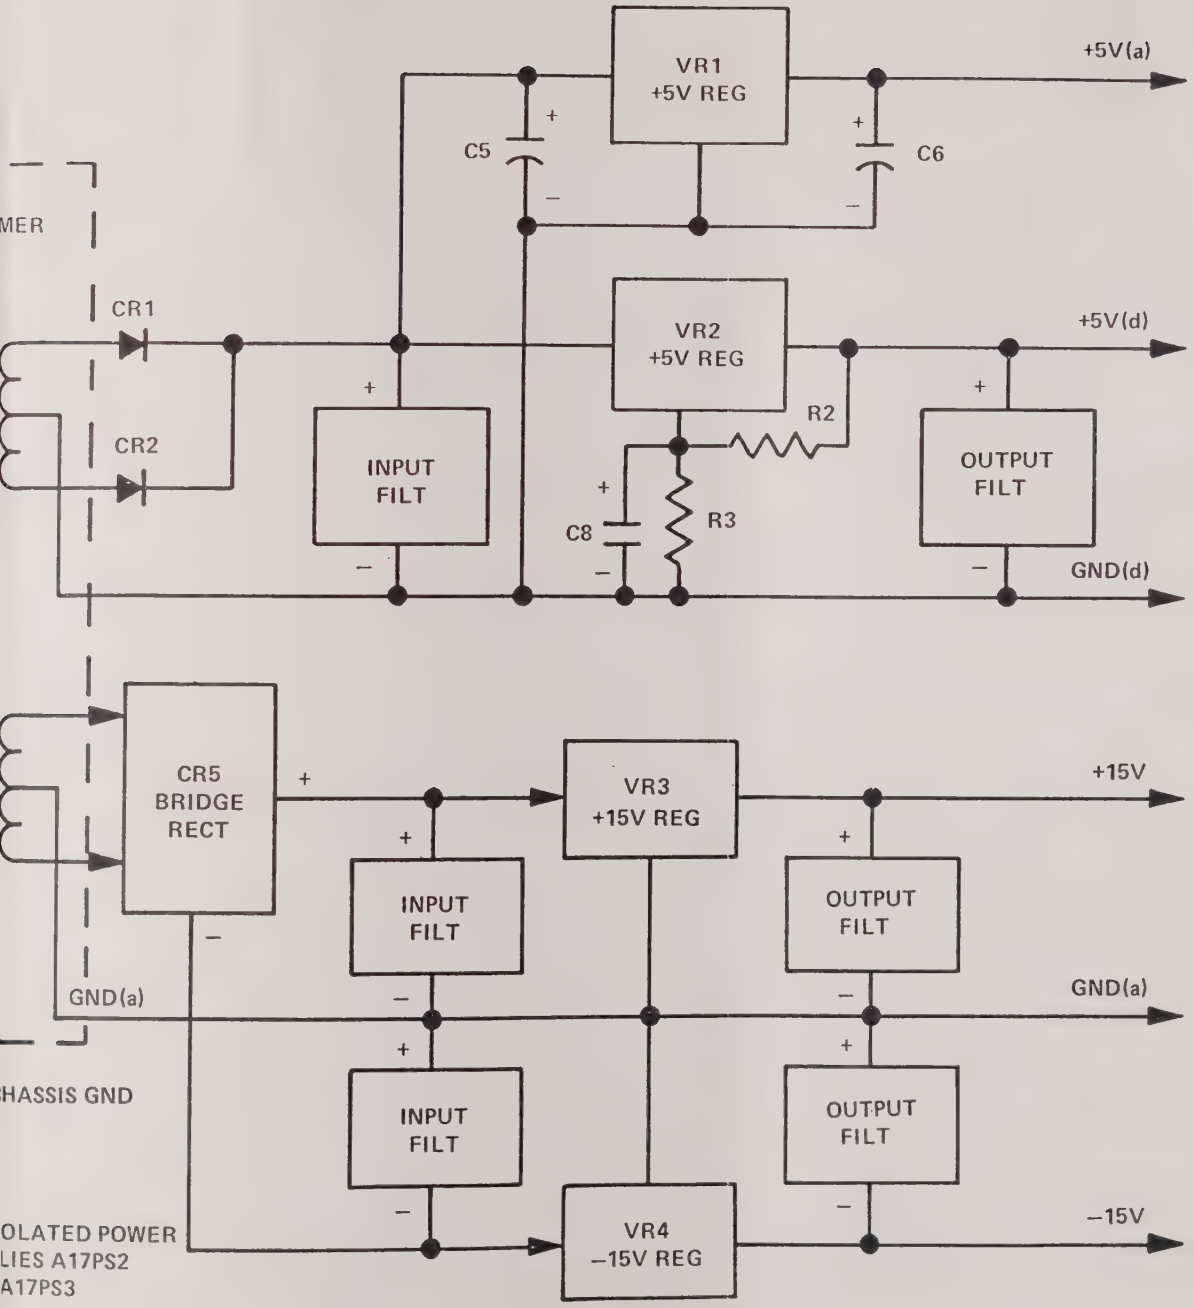

Figure 2-21. Main Power Supply A17PS1, Functional Signal Flow Diagram
b. MAIN POWER SUPPLY A17PS1. (See figure 2-21 for details of functional signal flow within Main Power Supply A17PS1.)